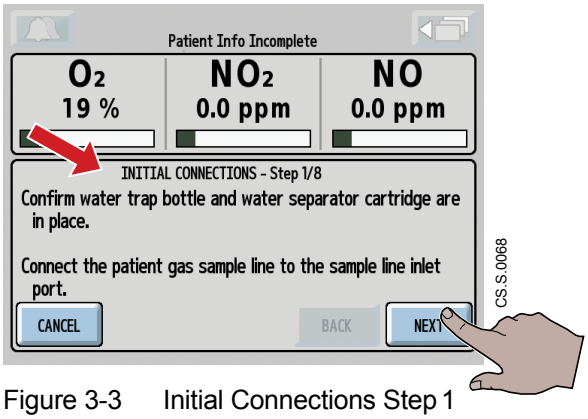

Figure 3-3 Initial Connections Step 1
The **Startup Screen** appears, with a self-test progress indicator (see Figure 3-2). The device then automatically begins a Low Calibration in the top portion of the screen, and the **Automated Pre-Use Checkout** wizard in the lower portion. The first section of the wizard is **Initial Connections** (see arrow, Figure 3-3).
2. Select the **Next button** (Figure 3-3) to be guided through the initial connections steps, and on to the Auto Purge process. *Section 3.2 Automated Pre-Use Checkout* explains how to proceed with the Automated Pre-Use Checkout.